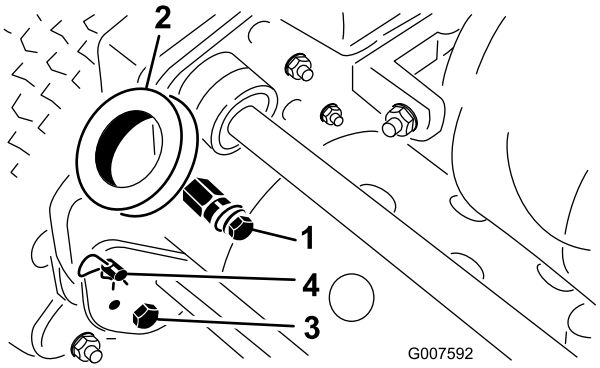

**Figur 3**
1. Fjern boltene og hodeskruene som holder enden av styrearmene festet på hver side av gressklipperen (Figur 3).
2. Fjern hårnålssplintene og ringsplintene som holder styrearmene festet til bakdelen av rammen (Figur 3).
3. Putt håndtaksendene inn gjennom hullene i styrearmene, og rett opp hullene med monteringspinner (Figur 3).
1. Fjern hårnålssplintene fra ringsplintene på hver side av gressklipperen (Figur 3).
2. Mens du støtter opp håndtaket, fjerner du ringsplintene fra hver side og hever eller senker håndtaket til ønsket driftsstilling (Figur 3).